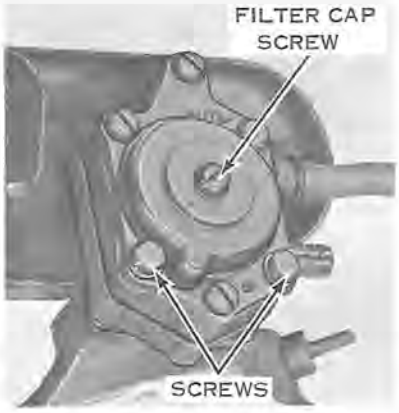

Figure 5-9
a. Disconnect two hoses from fuel pump and filter assembly (see Figure 5-9).
b. Remove two screws attaching pump and filter assembly to intake manifold (see Figure 5-9), and remove pump and filter assembly. NOTE: Filter assembly may be removed for cleaning and inspection without removing pump assembly by removing filter cap screw.